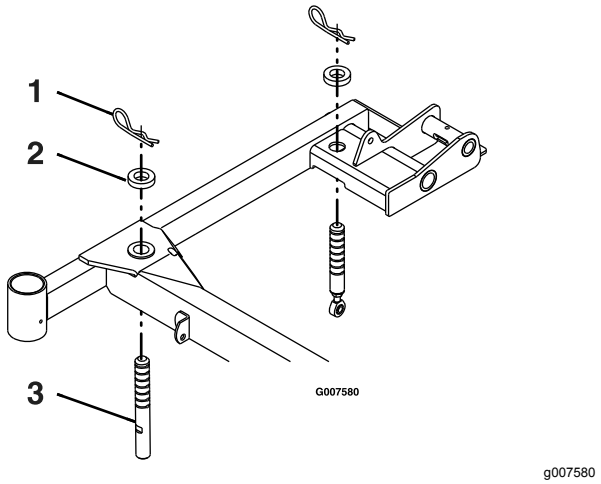

Figur 71
4. Kontroller, at alle låseclipsene befinder sig i de 7,62 cm højdehuller på plæneklipperskjoldet med afstandsbøsningerne under låseclipsene (Figur 71).
5. Forkort eller forlæng hver af plæneklipperskjoldets støttetapper for at opnå en knivspidshøjde på 7,62 cm foran på skjoldet og 8,26 cm bagest på skjoldet (Figur 71).